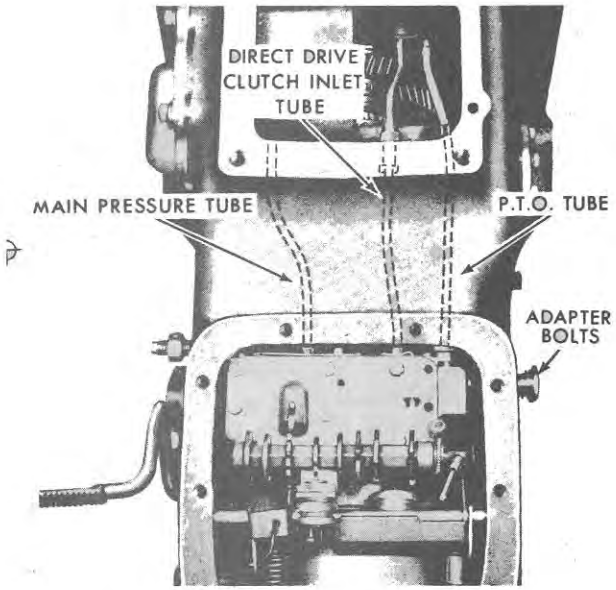

Figure 51
15. Disconnect the fitting that attaches the P.T.O. hydraulic oil line to the distributor. Refer to Figure 51.
16. On tractors fitted with heat exchangers, remove the two heat exchanger line adapter bolts from the distributor. See Figure 51.
16. Align the main pressure, direct drive clutch, and band 1 servo tubes with their respective openings in the distributor, and align the P.T.O. tube with the fitting in the distributor, Figure 51. Apply presure to the distributor so that the sealing rings enter into the clutch housing. Install the four mounting bolts but do not tighten securely at this time.
17. Install and properly position the band 2 and 3 servo tubes into the distributor. See Figure 51. If the tubes are not aligned with the distributor, rotate the distributor as required, and insert the tubes.